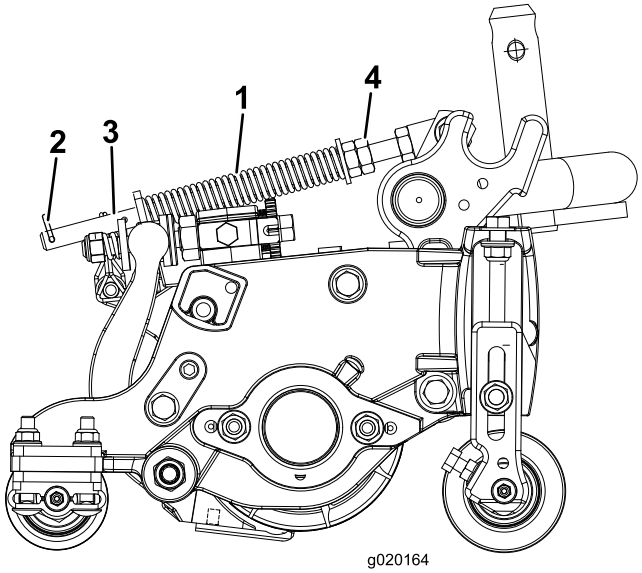

Figur 11
Dekkekompenseringsfjæren (Figur 11) overfører også vekt fra den fremre til den bakre valsen. (Dette er med på å redusere bølgemønsteret i dekket, også kjent som "ondulering".)
1. Kontroller at hårnålssplinten er installert i det bakre hullet på enden av stangen (Figur 11).
2. Stram til sekskantmutteren foran på fjærstangen inntil den komprimerte lengden på fjæren (Figur 11) er 12,7 cm.